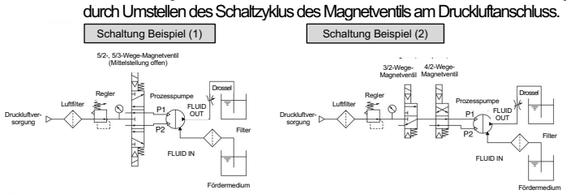

Abb. 4 Schaltkreisbeispiele für pneumatisch betätigte Ausführung
< Ein- und Ausschalten > Siehe Schaltkreisbeispiele [Abb. 4].
Anm. 2: Verwenden Sie als Magnetventil ein 5/2-Wege-Ventil mit geöffneter Mittelstellung oder eine Kombination aus einem 3/2-Wege-Restdruckentlüftungsventil und einem 4/2-Wege-Pumpenantriebsventil. Wenn bei Anhalten der Pumpe nicht der Restdruck der Antriebskammer abgelassen wird, ist die Membran einem Druck ausgesetzt, was ihre Lebensdauer erheblich verkürzt. Siehe Schaltkreisbeispiele (1) und (2) [Abb. 4].